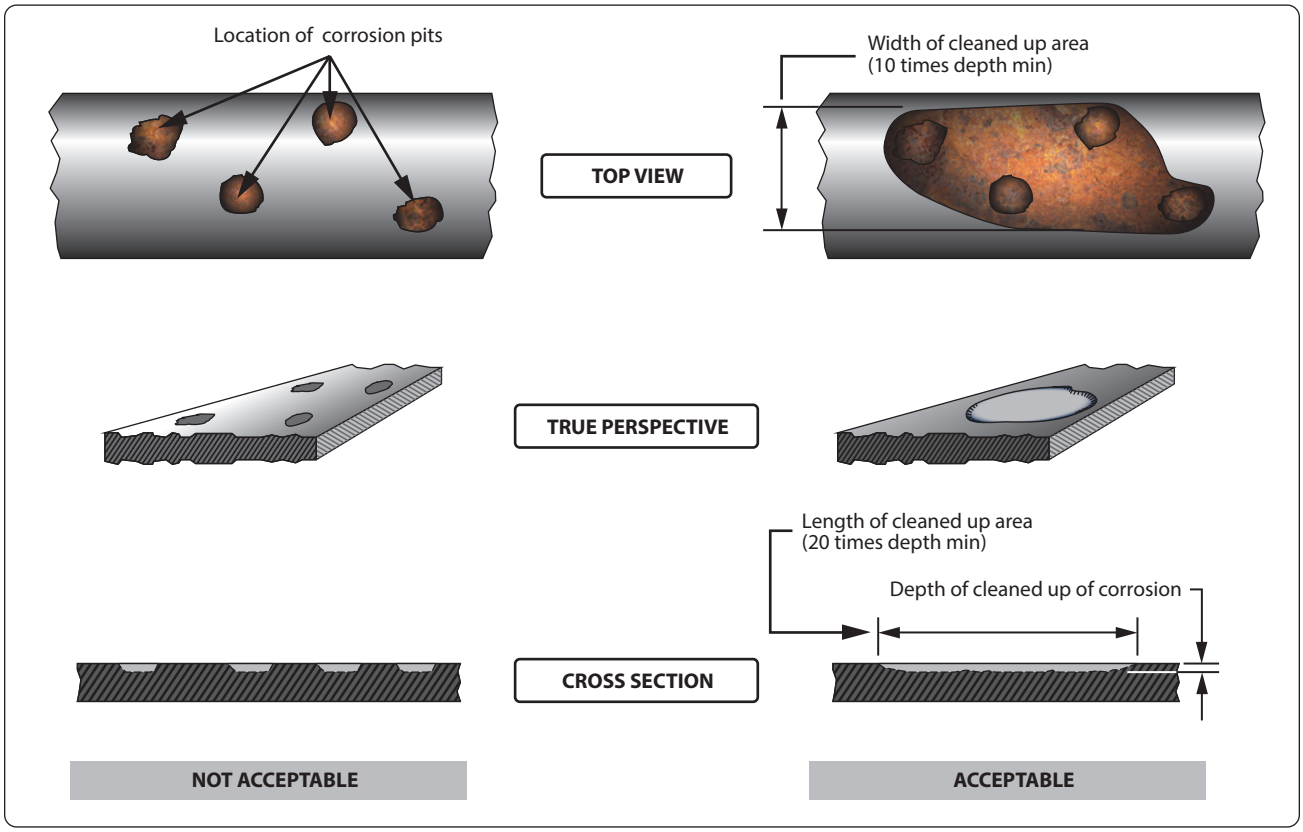

Figure 8-23. *Blending or blending corrosion damage.*
2. In critical and highly stressed areas, all pits remaining after the removal of corrosion products must be blended out to prevent stress risers that may cause stress corrosion cracking. *[Figure 8-23]* On a non-critical structure, it is not necessary to blend out pits remaining after removal of corrosion products by abrasive blasting, since this results in unnecessary metal removal.